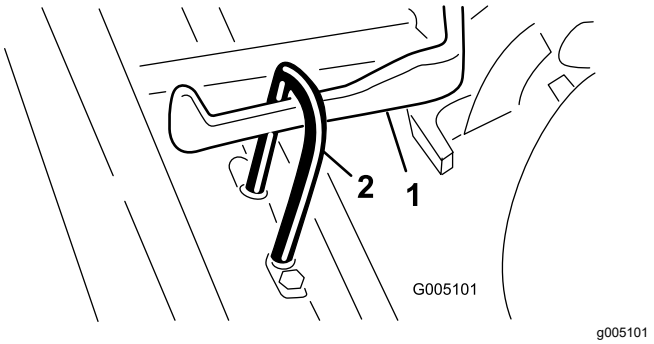

Figure 6
2. Poussez l'unité de coupe sous le cadre de traction en accrochant le crochet de levage au bras de levage (Figure 6).